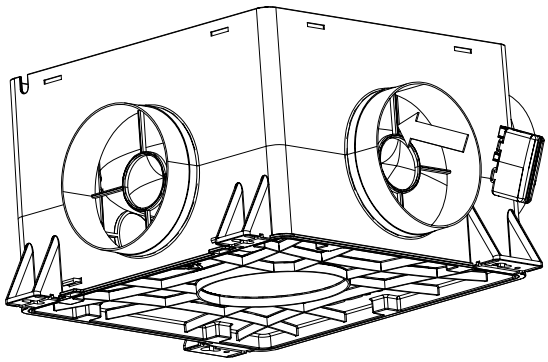

Figure 13: Clicking the CO_2 Box Sensor into the duct port.
3. Secure the CO_2 Box Sensor from the outside in the desired duct port by clicking it into place on the rib closest to the motor plate (Figure 13: Clicking the CO_2 Box Sensor into the duct port). To do this, make a tilting movement by first tightening the lower and then the upper clamp.